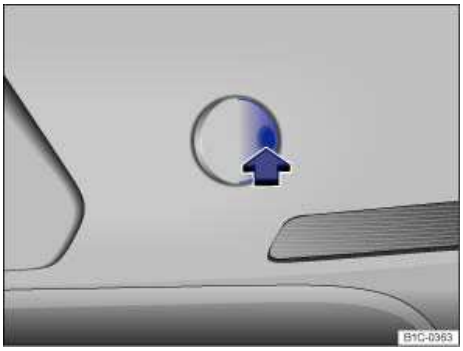

Fig. 191 In the right rear bumper: Removing the cover.
- Push on the cover at the right side marking ⇒ fig. 191 (arrow) so that it pops out.